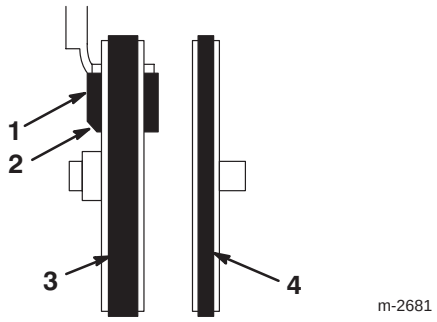

Bild 33
17. Achten Sie darauf, dass der Bremsklotz richtig am Bremsarm installiert ist. Positionieren Sie den abgewinkelten Schnitt an der Bremsbacke wie in Bild 33 dargestellt.
13. Achten Sie darauf, dass der Bremsklotz richtig am Bremsarm installiert ist. Positionieren Sie den abgewinkelten Schnitt an der Bremsbacke wie in Bild 33 dargestellt.